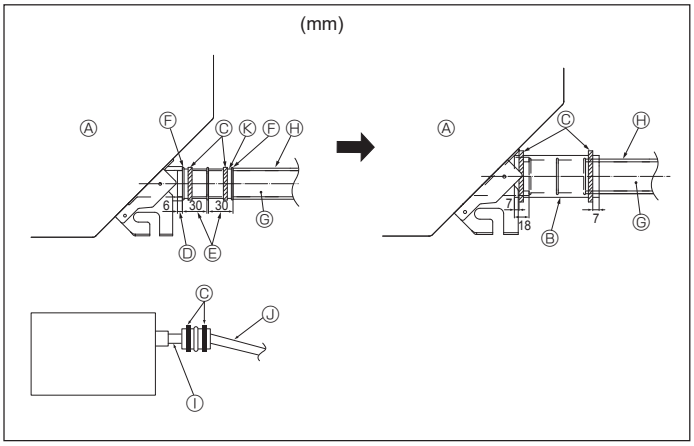

Fig. 5-2
1. Collegare il manicotto di drenaggio (fornito con l'unità) all'apertura di drenaggio. (Fig. 5-2)